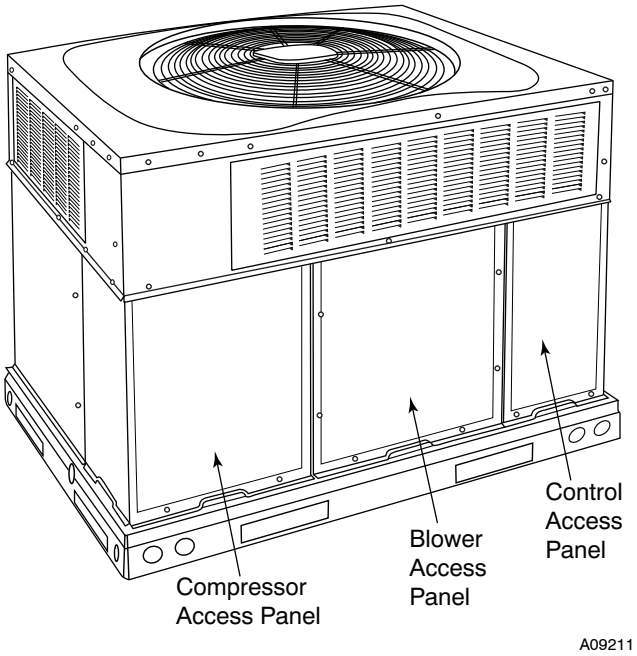

Fig. 19 - Unit Access Panels
a. Remove blower access panel (see Fig. 19).
g. Reinstall blower access panel (see Fig. 19).
1. Remove control access panel (See Fig. 19).
Remove blower access panel (see Fig. 19). Limit switch(es) are located on the fan partition.
3. Remove control access panel (See Fig. 19).
Remove access panels (see Fig. 19) to locate all the electrical controls and wiring. Check all electrical connections for tightness. Tighten all screw connections. If any smoky or burned connections are noticed, disassemble the connection, clean all the parts, re-strip the wire end and reassemble the connection properly and securely.